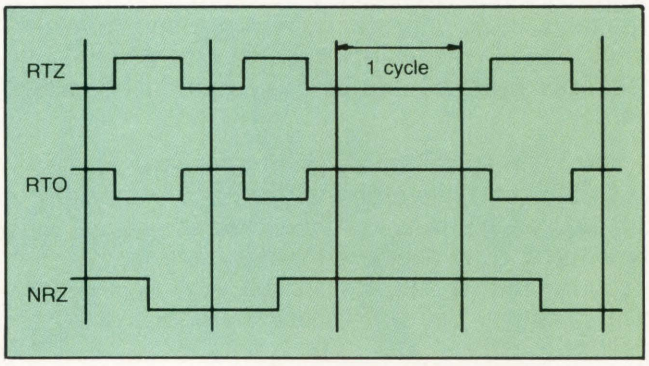

FIGURE 3. Supersynchronous input rules.
- *Simulation timing must be tester-compatible.* All input timing in a test-oriented simulation must adhere to the synchronous, cycle-oriented timing constraints of a tester. The simulation must be "cycle-based," with all inputs changing at regular edge times relative to the beginning of a cycle. Inputs must be assigned one of the standard tester input formats: NRZ (non–return to zero—one edge time), RTZ (return to zero—two edge times), or RTO (return to one—two edge times). All input transitions must occur at the prescribed input edge time, and the edge time assignments must remain constant throughout the test (Figure 3). Multiple edge time definitions are permitted because restricting all inputs to change at a single edge time can introduce "artificial" pattern-induced race conditions—that is, race conditions occurring only at test time, not during normal systems operation.